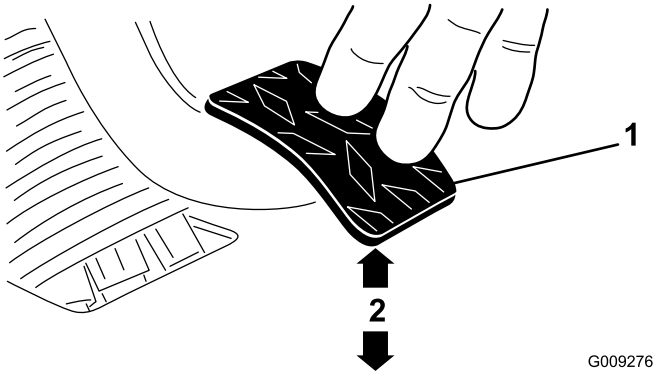

Figur 70
3. Juster kontramøtrikkerne eller kugleleddet, indtil bagsiden af koblingspedalens bagkant er 9,2 til 9,8 cm fra toppen af gulvpladens diamantmønster, når der trykkes på pedalen med en kraft på 1,8 kg (Figur 70).